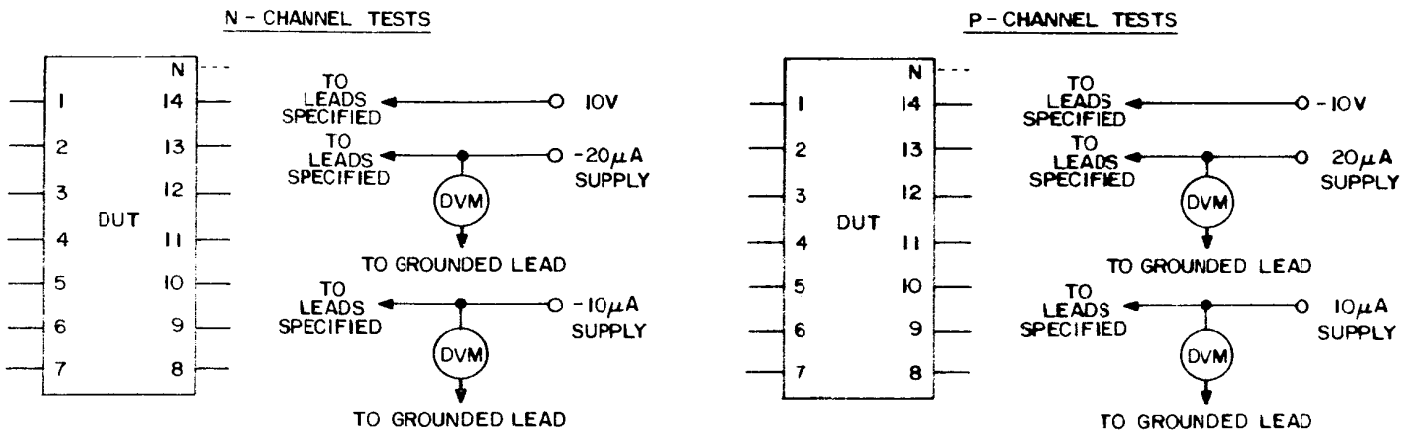

FIGURE 13. Threshold-voltage test circuit.
c. Threshold-voltage test circuit conditions shall be as specified in table VIII and figure 13. In situ and remote testing, the tests shall be performed with the devices biased in accordance with table VII and bias may be interrupted for up to 1 minute to remove devices to the remote bias fixture.